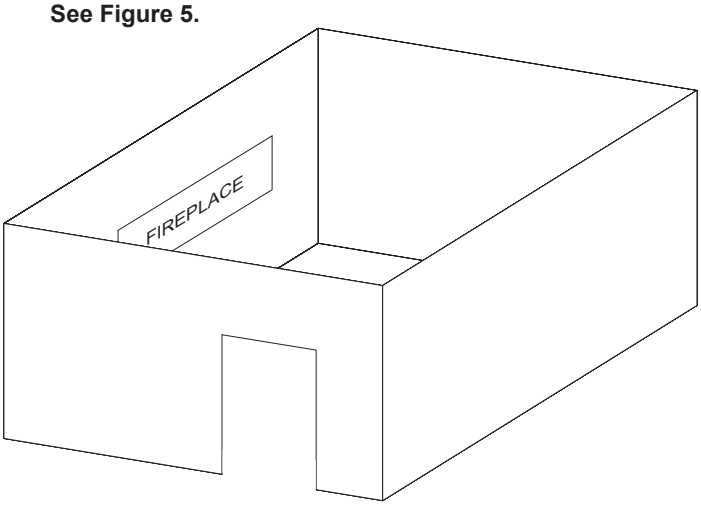

Figure 5
- With walls on all sides, but with no overhead cover. **See Figure 5.**